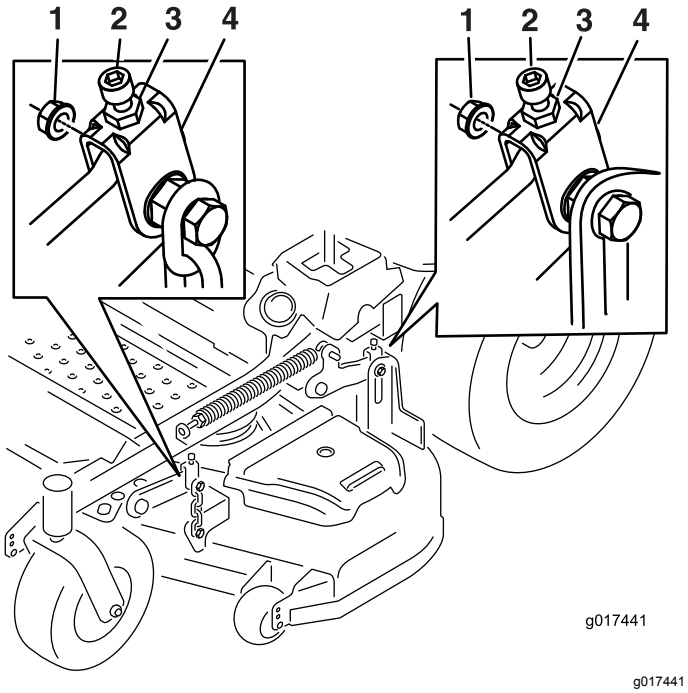

Figur 78
10. Løsne Whizlock-mutteren på siden av krysshodet og låsemutteren øverst (Figur 78).
17. Finjuster skruejusteringen ved å vri den til 8,3 cm høyde (se Figur 78).